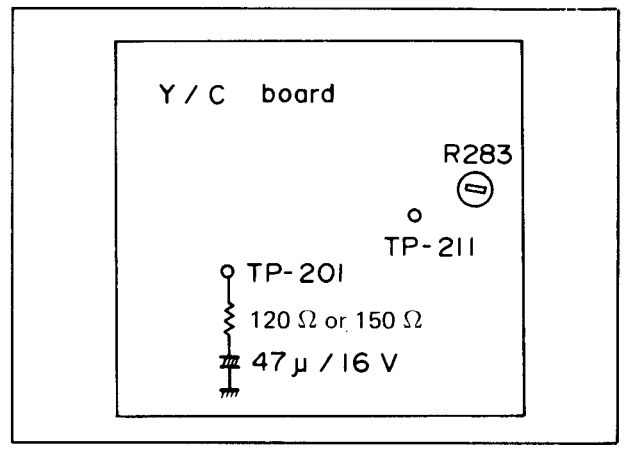

Fig. 5-34 Record color killer
4. Connect an attenuator (47 μ + 120 Ω) between TP-201 and ground as shown in Fig. 5-34.